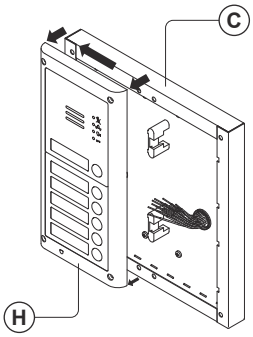

Fig. 70
6. As shown on **Fig.70,** pull back the module support frame Ⓗ while moving it slightly to the left as suggested by the pointers;